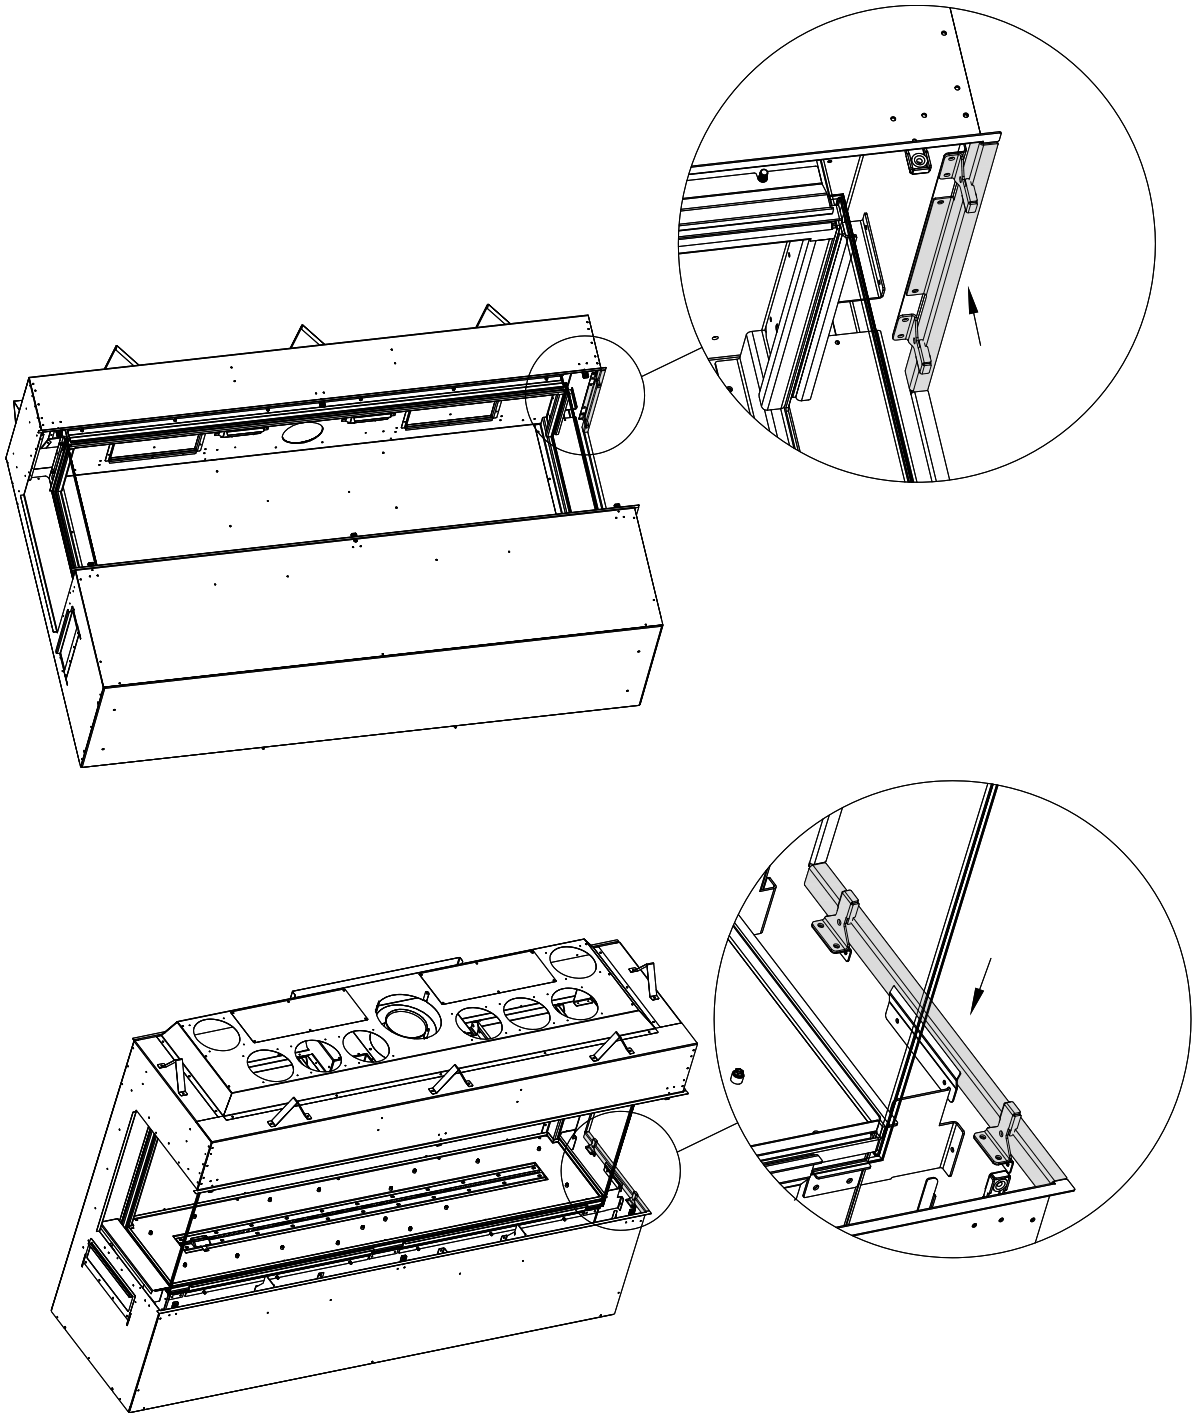

Figure 1.2 - Fireplace Conversion
2. Install the top finishing edge bracket. Make sure the bracket is centered and attach with (2) sheet metal screws. Install the (2) top magnet brackets with (2) sheet metal screws per bracket. See Figure 1.2
3. Install the bottom finishing edge bracket. This bottom bracket is pressure fit so push it in between the outer shell and the retention bracket. The bottom magnetic screen brackets have PEM studs and install them in the holes as shown in Figure 1.2. Secure with the supplied 7/16” nuts to the PEM studs.